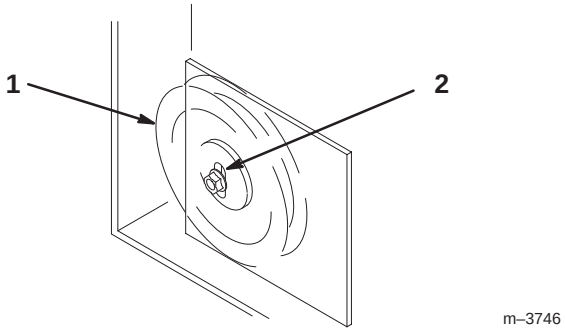

Figure 71
11. If the mower idler plate contacts the end of the adjustment slot and more belt tension is required, a small change to the right side fixed idler can create more belt tension adjustment (Fig. 71).